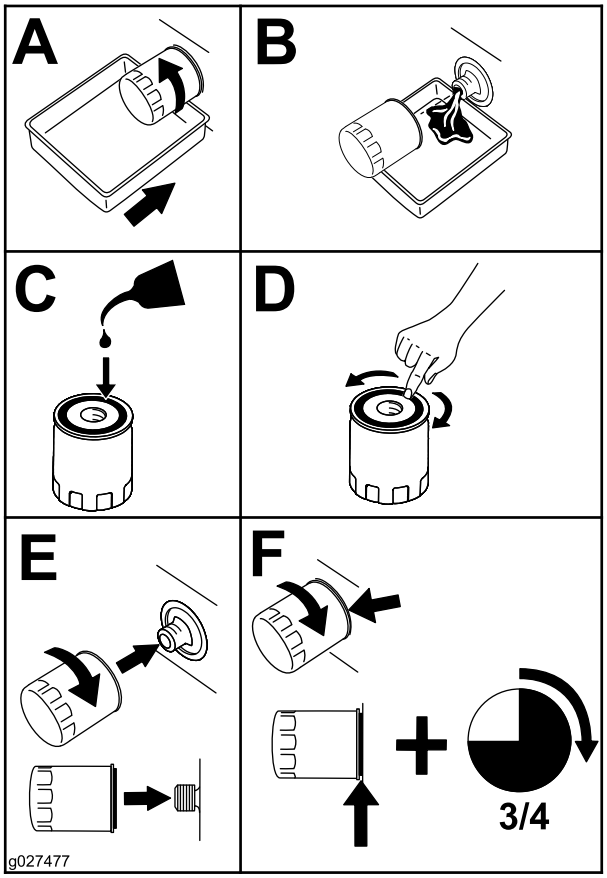

Figura 38
4. Sustituya el filtro de aceite (Figura 38).